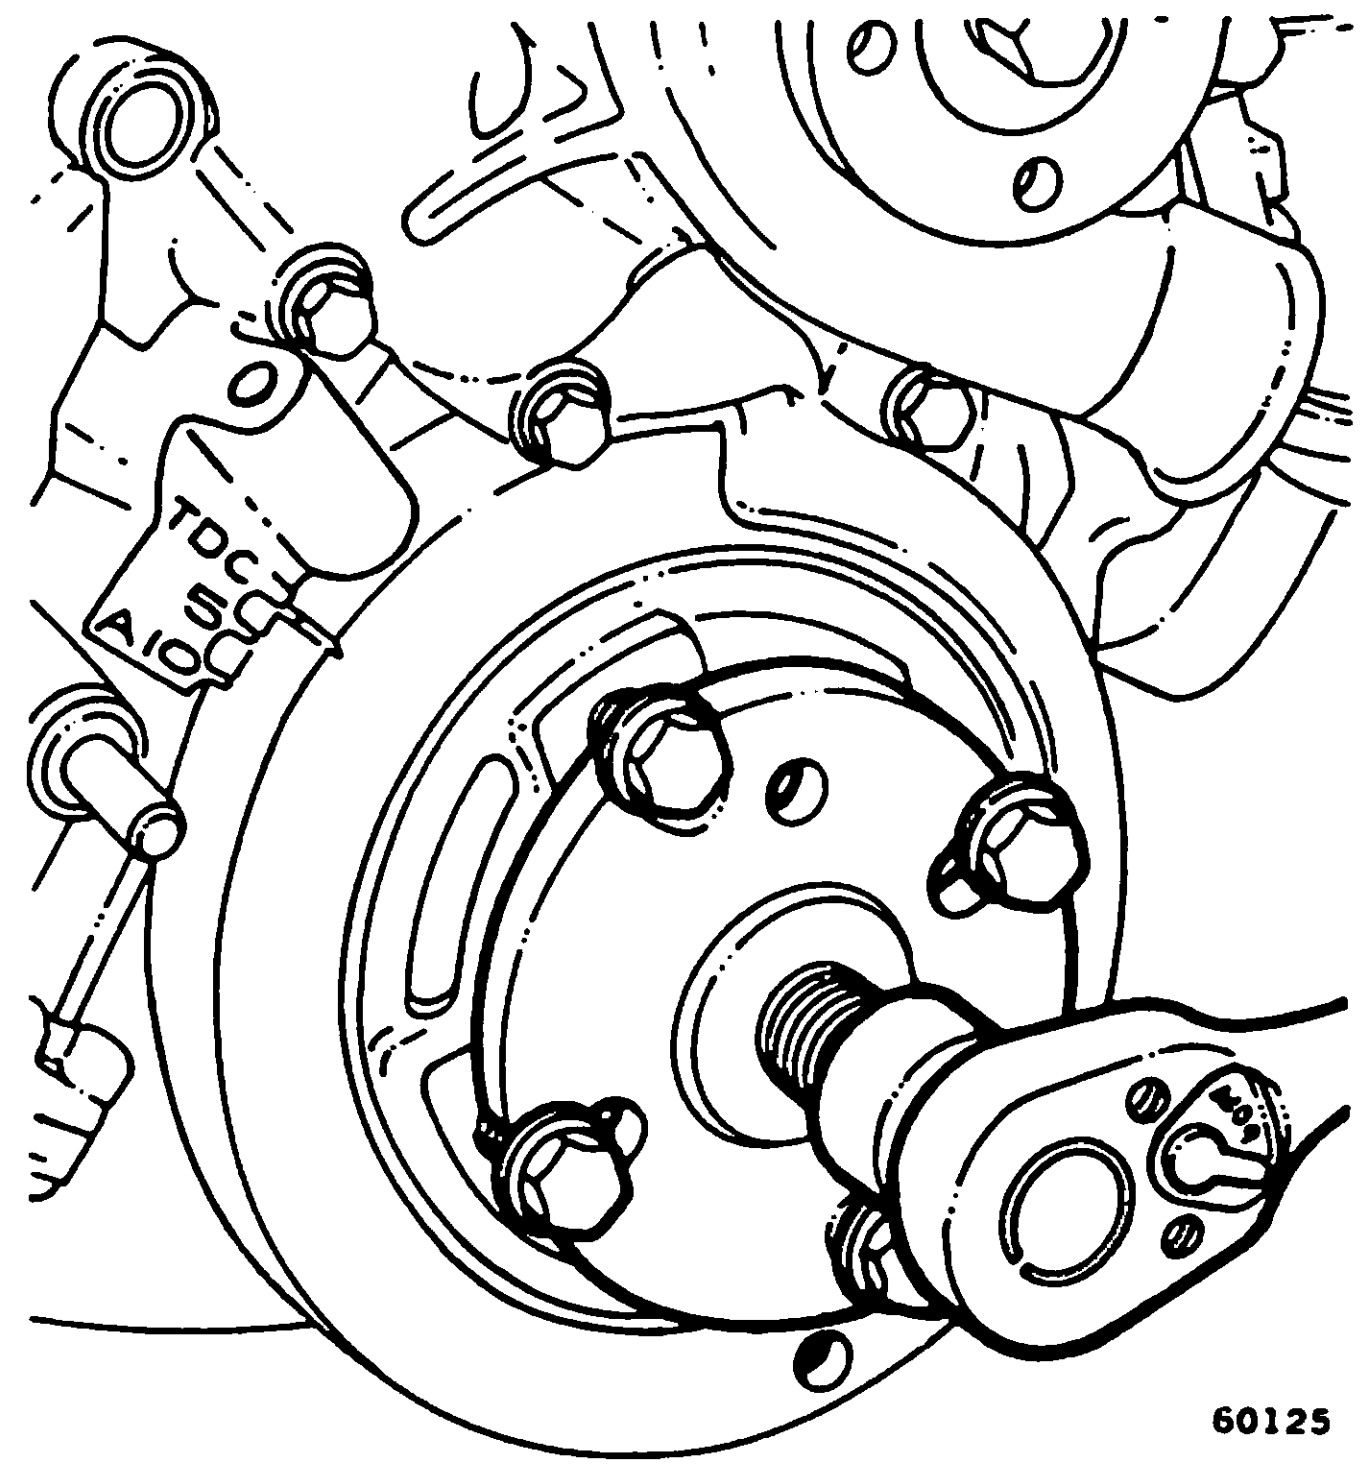

Fig. 1B-151 Vibration Damper Removal
(1) Loosen damper retaining screw.
(2) Loosen alternator drive belt.
(3) Loosen air conditioner compressor drive belt, if equipped, and move aside.
(4) Loosen power steering pump drive belt, if equipped, and move aside.
(5) Remove damper pulley retaining bolts. Remove damper pulley from damper.
(6) Remove damper retaining screw and washer and loosely install screw to prevent damage to screw threads when removal tool is used.
(7) Use Vibration Damper Removal Tool J-21791 to remove damper from crankshaft (fig. 1B-151).